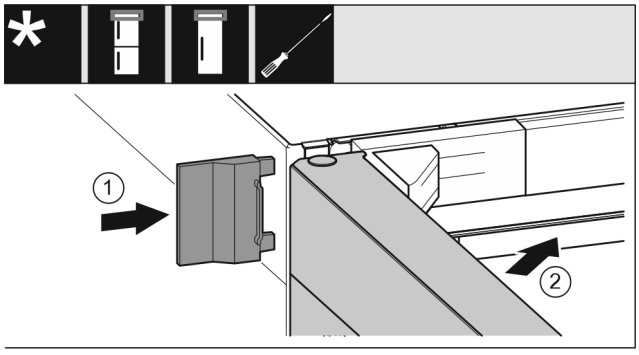

*Fig. 29*
- ▶ Buitenste afdekking *Fig. 29 (1)* erop schuiven.
- ▶ Bovenste deur *Fig. 29 (2)* sluiten.